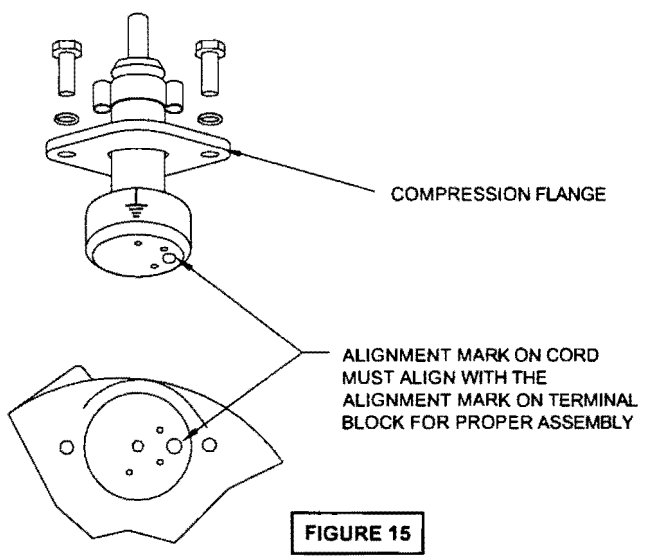

FIGURE 15
Power/Control Cable- Refill the cooling oil as outlined in paragraph F-1.3. Make wire connections as outlined in paragraph F-4.3. Insert female end of cable plug into housing bore aligning timing mark with hole in terminal block (21) see Figure 15 Compress cable plug with compression flange (16a) by tightening hex bolts (11) into the housing (6) Torque to 132 in-lbs.